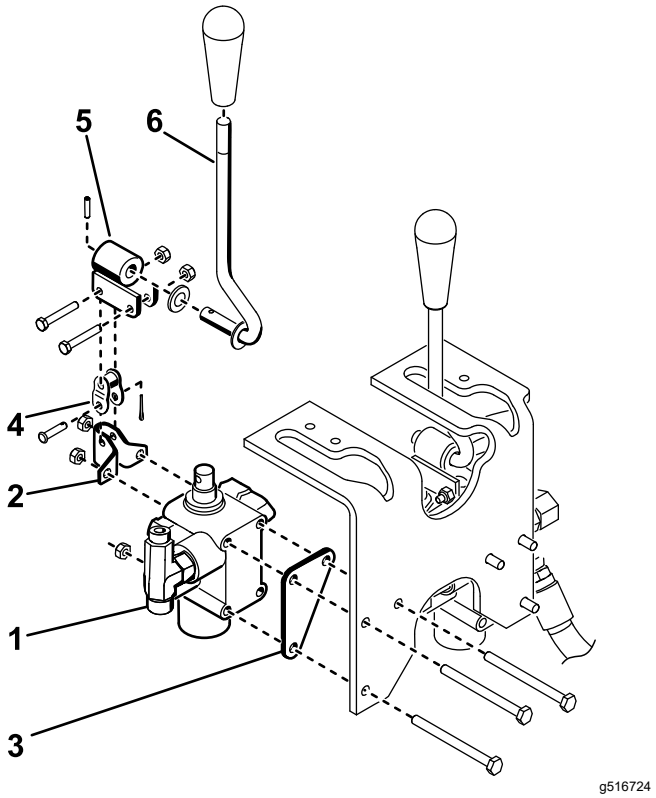

Figura 11
4. Monte o conjunto da válvula, suporte da articulação e placa da válvula à estrutura com 3 parafusos (¼ x 3 pol.) e 3 porcas de bloqueio (Figura 11). Posicione a placa da válvula contra a frente do elemento da estrutura ao montar e aperte os dispositivos de fixação com 10 a 12 N·m.
5. Monte, sem apertar, o conjunto da alavanca de articulação à bobina da válvula e à ligação de desvio com 2 parafusos (n.º 10 x 1¼ pol.) e 2 porcas de bloqueio (Figura 11).